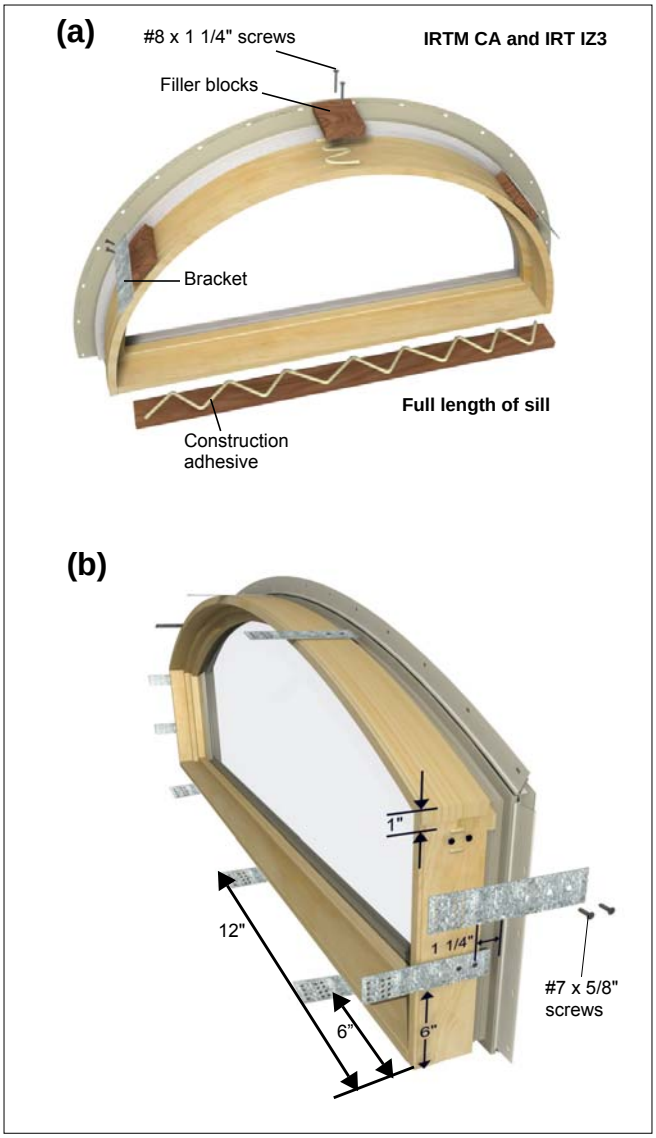

Figure 5 IRTM and IRT IZ3.
1. On IRTM CA units, attach 5/8″ x 3″(16 x 76) filler blocks (or 5/8″ x 3 1/2″ filler board for IRT IZ3) to the frame prior to attachment of structural brackets. Attach blocks by first placing a 5/16″ (8) bead of adhesive as shown. Fasten the blocks to the frame using #8 x 1 1/4″ screws. See figure 5.